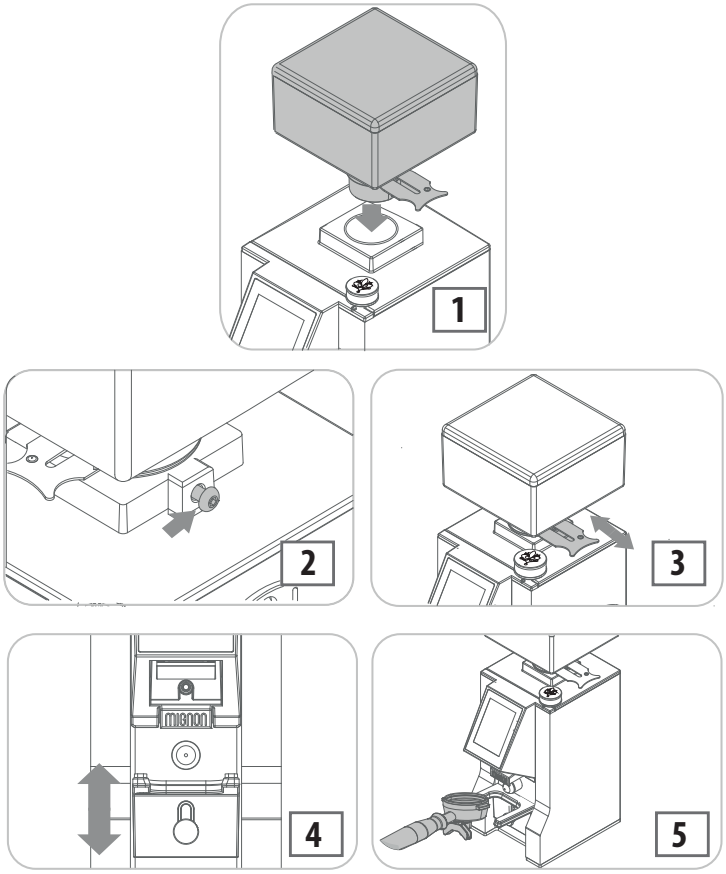

Fig. 7.1 - Opérations préliminaires
- Insérer le conteneur du café en grains dans le logement approprié (1 – Fig. 7.1), en le positionnant avec le trou aligné avec la vis située derrière (2 - Fig. 7.1).
- Pousser la languette pour empêcher le passage des grains de café (3 – Fig. 7.1).
- Dévisser la manette (4 - Fig. 7.1) pour régler la hauteur de la fourche porte-filtre. Visser la manette après avoir établi la hauteur souhaitée de la fourche porte-filtre.